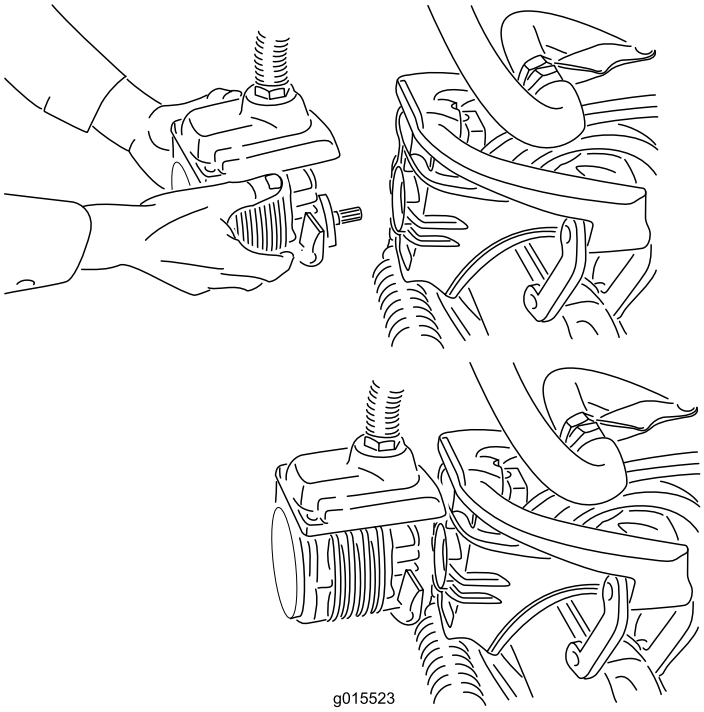

Figur 39
4. Flytta motorn till förvaringsutrymmet framför upphängningsarmen (Figur 39).